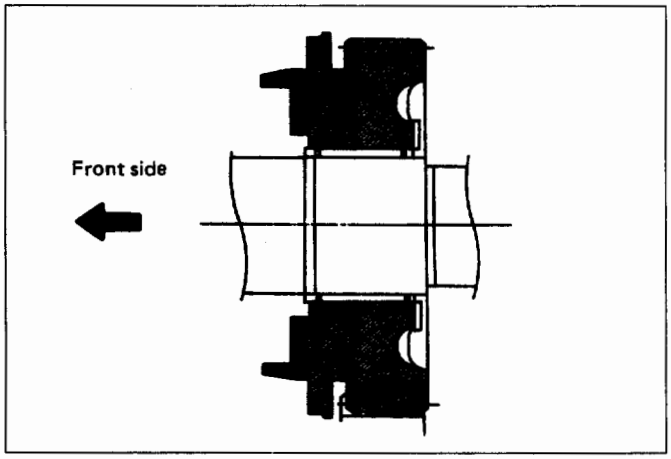

Fig. 7B-101
7. 3rd-4th synchronizer assembly (Fig. 7B-102, Fig. 7B-103)